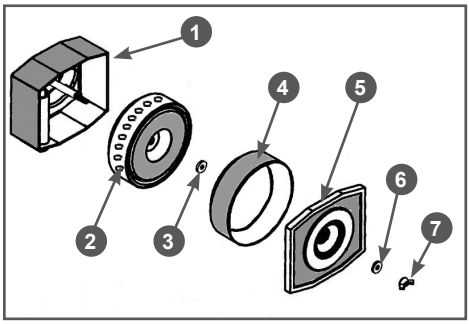

Рис. 22 Обслуживание воздушного фильтра
1. Открутите барашковую гайку 7 и снимите крышку 5 воздушного фильтра (Рис. 22).
3. Проверьте целостность и чистоту воздушного фильтра. Воздушный фильтр состоит из двух фильтрующих элементов (Рис. 22):
Новый воздушный фильтр поставляется без виброизоляционной втулки 3 (Рис. 22). При замене воздушного фильтра необходимо виброизоляционную втулку переставить со старого воздушного фильтра в новый воздушный фильтр.